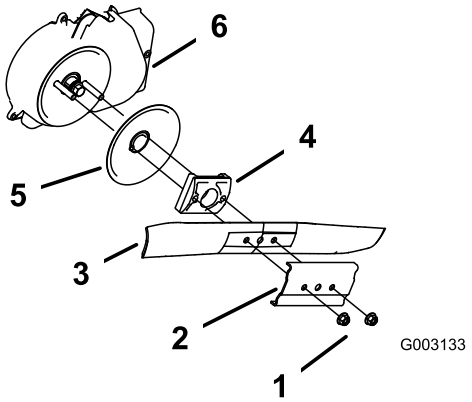

Figuur 48
3. Verwijder de 2 mesmoeren en de versteviger (Figuur 48).
4. Verwijder het mes (Figuur 48).
5. Verwijder de mesaandrijving en de antiscalpeerschijf (Figuur 48).
6. Verwijder het scherm van het maaimesstopsysteem (Figuur 48).
10. Plaats het mes en de versteviger terug met de 2 mesmoeren die u eerder verwijderd hebt (Figuur 48).